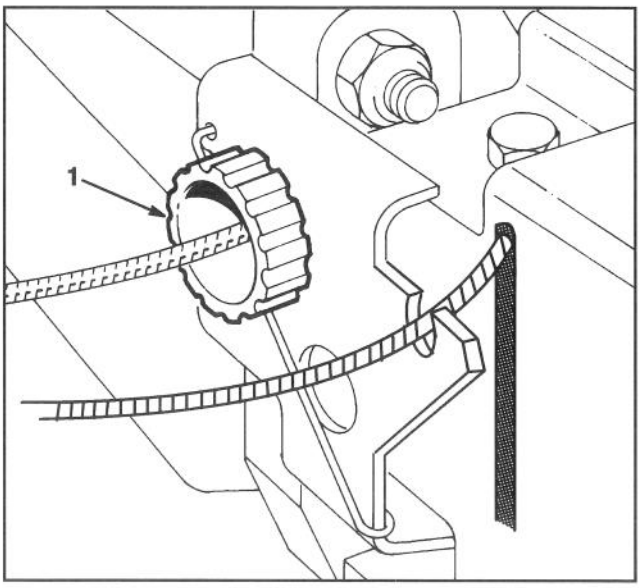

Abb. 22
3. EINSTELLUNG (Abb. 22) – Drehen Sie den Einstellknopf um eine halbe Umdrehung im Uhrzeigersinn, falls der Mäher sich nicht selbst antreibt. Falls der Mäher sich langsam nach vorne bewegt, drehen Sie den Knopf eine halbe Umdrehung gegen den Uhrzeigersinn, um den Riemen zu lockern.